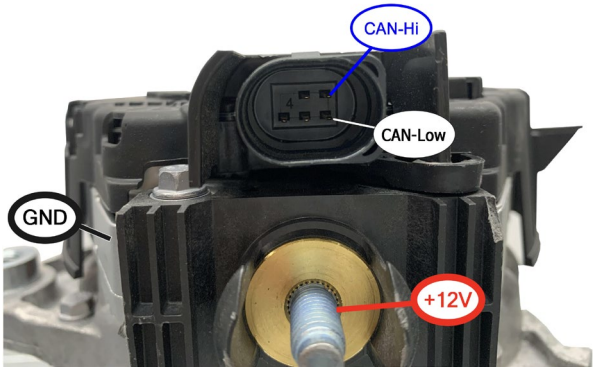

Figura 26. Starter-generador IST50S062
4. Conecte el probador al alternador mediante el cable MS-33505 de acuerdo con la codificación de colores del cable. El esquema típico de conexión de un alternador con control por bus CAN se muestra en la Figura 26.